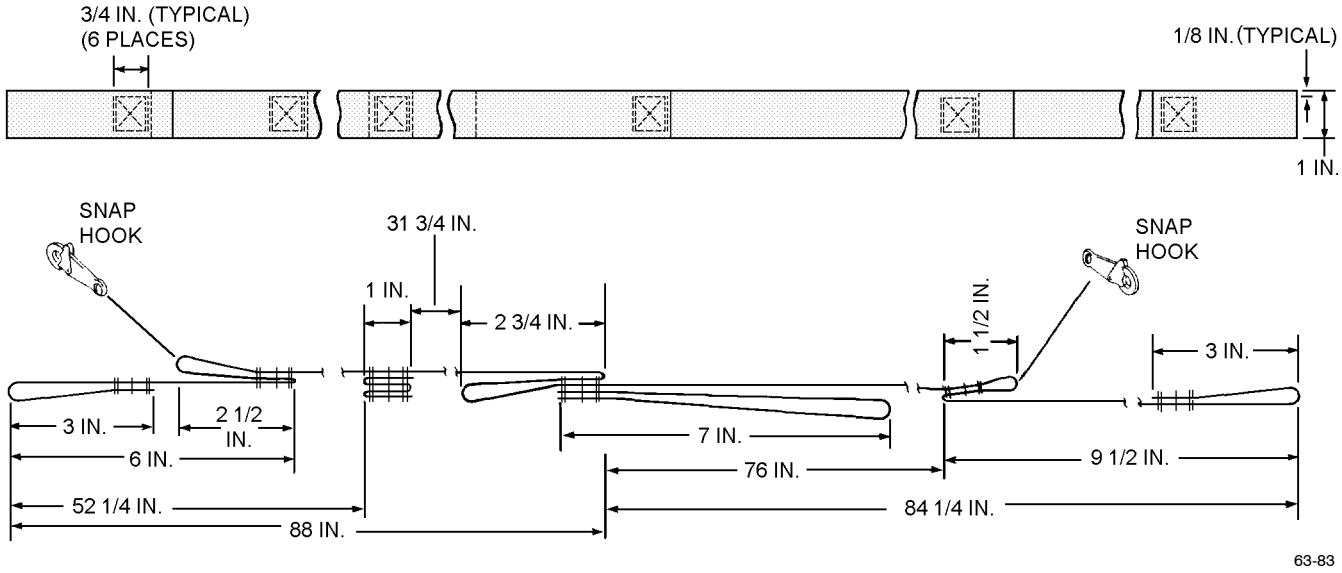

Figure 3-6. Lanyard Assembly
1. Fold webbing to dimensions shown in Figure 3-6 and stitch as shown using size E nylon thread (V-T-295, Type II), 8 to 10 stitches per inch. Backstitch a minimum of 1/2 inch.